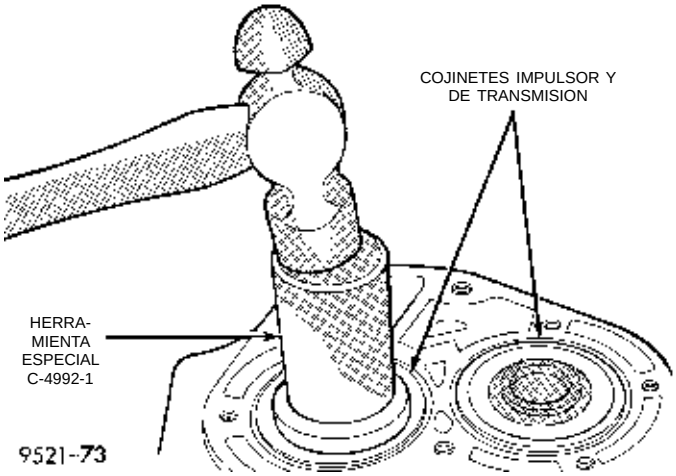

Fig. 67 Instalación de los cojinetes impulsor y de transmisión
(11) Emplace los cojinetes impulsor y de transmisión en los ejes. Mediante la herramienta Miller C-4992-1, oprima los cojinetes de los ejes impulsor y de transmisión hasta que alcancen el fondo de la caja y contra los ejes (Fig. 67).